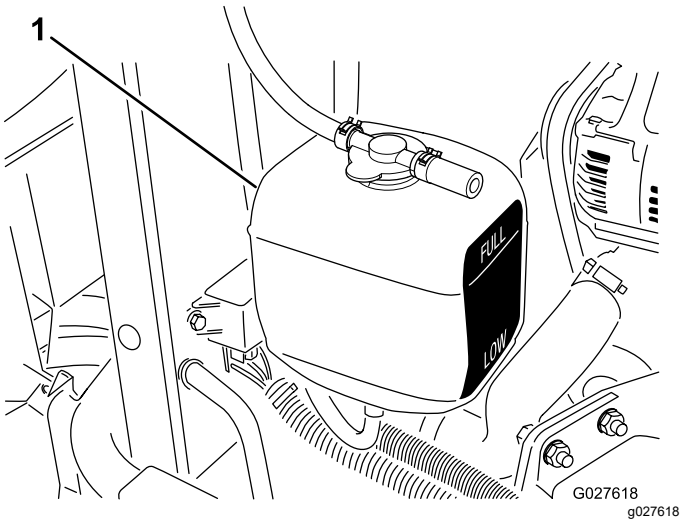

Figur 68
2. Kontroller kjølemiddelnivået i ekspansjonstanken (Figur 68).